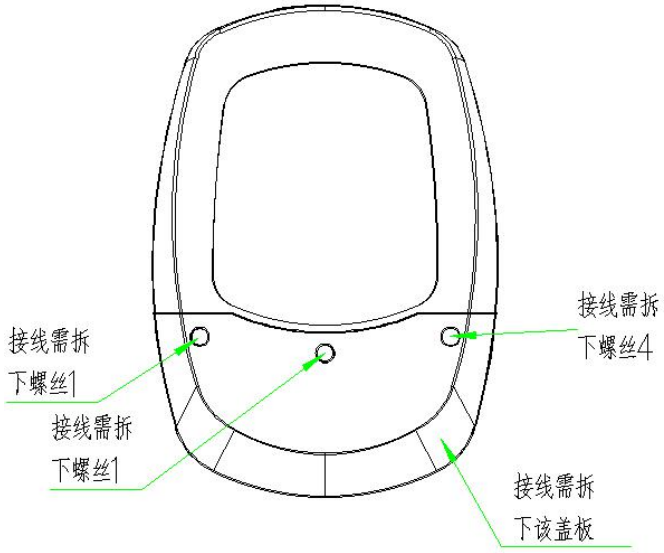

图 7
7、安装接线分明，严格按照充电桩机内接线图的线序要求安装，接线前需先拆下主机下端接线盖板的三个螺丝来去下接线盖板进行接线，如图 7。